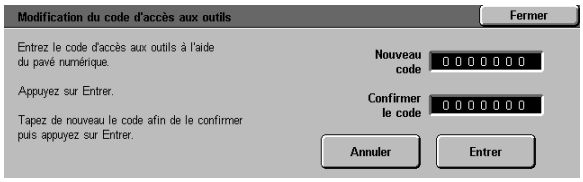

Figure 58 : Écran Modification du code d’accès aux outils
1. À partir de l’écran Outils, appuyez sur la touche **Modification du code d’accès aux outils** pour afficher l’écran correspondant (voir la figure 58).